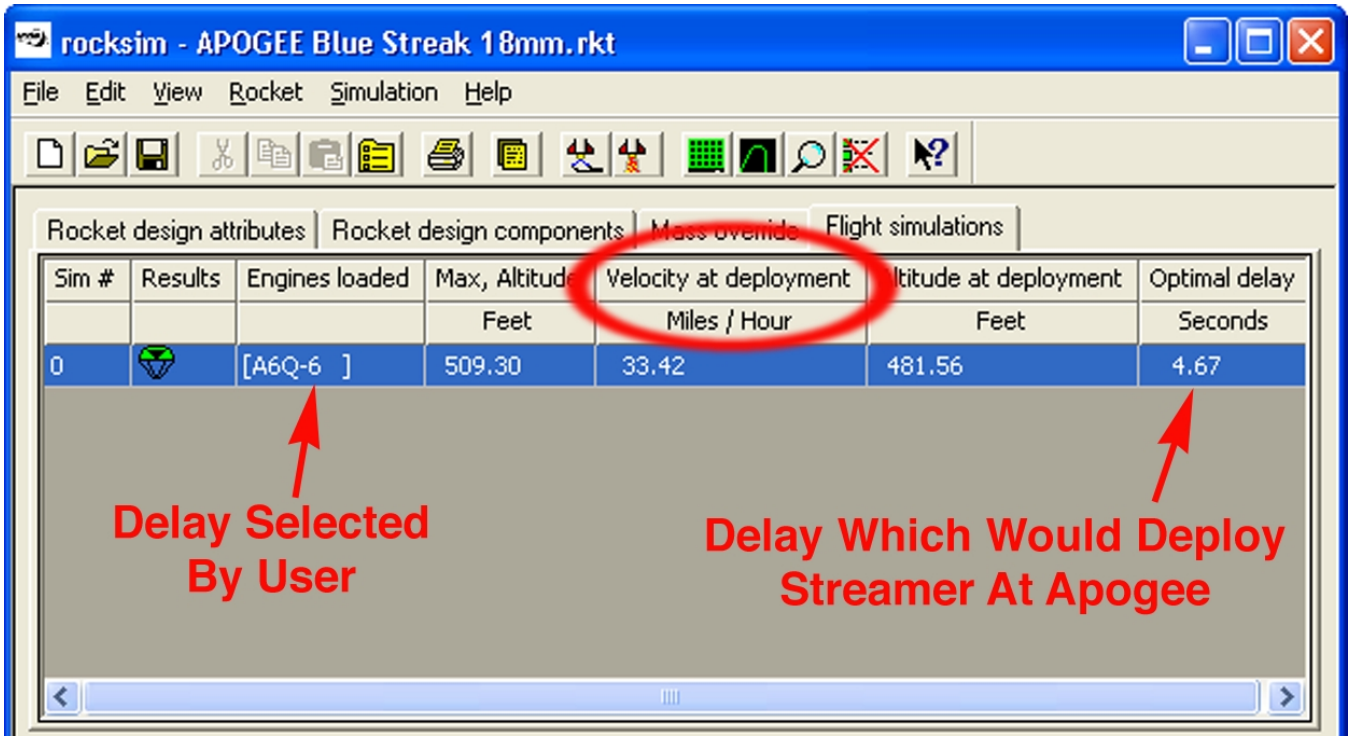

**Figure 1: The summary screen in RockSim will tell you what delay time would deploy the recovery device exactly at apogee of the trajectory.**
Figure 1 shows how you can get this information from the RockSim computer program. The flight summary screen will show you the optimum delay.
The “velocity at deployment” shown in Figure 1 is the
**Figure 2: This is the flight profile of the rocket simulation from Figure 1. We can clearly see that the rocket was heading downward when the streamer was deployed.**
Since we don't know how much deployment speed our recovery device can handle, what we try to do is keep the ejection within 1 second of the apogee point. If you notice the "Results" column on the summary screen (See Figure 1), you'll see a little parachute icon. If there is an arrow inside it, it tells you the deployment didn't occur within 1 second of apogee. The direction of the arrow tells us if the rocket was travelling upward or downward when it was ejected out of the rocket. In Figure 1, the rocket was heading downward. Again, this can be seen in Figure .
But the rocket that doesn't travel straight up is going to be at an angle as it arcs over past apogee. It will also have some forward velocity. The lower the velocity, the lower the forces will be on the parachute when it deploys. To determine the speed of the rocket, you'll need a computer simulation program, like RockSim (see Figure 1). If you don't have a copy, you can download the free demo version from the Apogee web site.